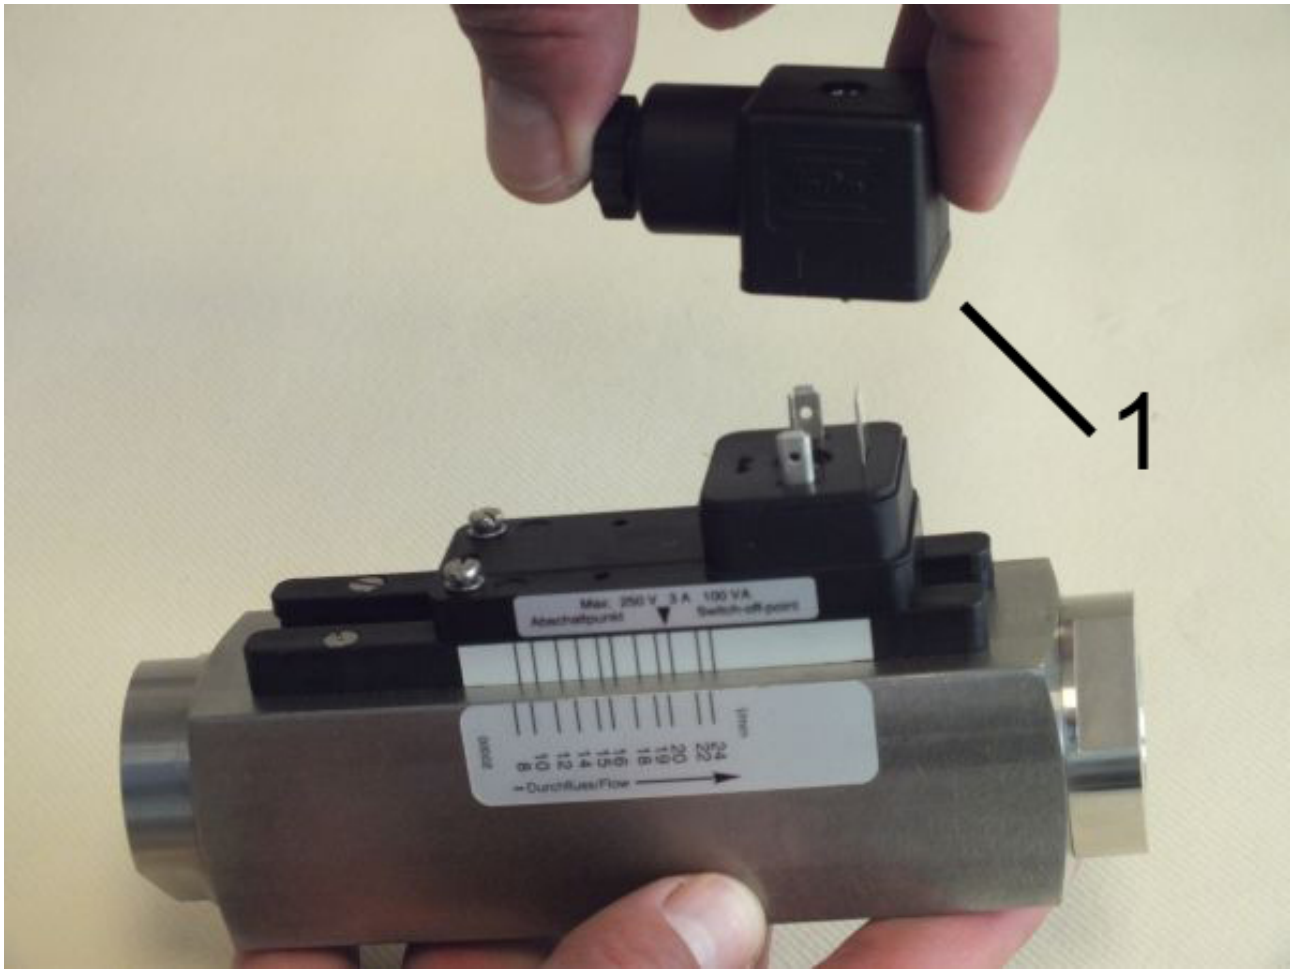

Fig. 29: Remove socket
2. Remove the socket (*Fig. 29*/1)